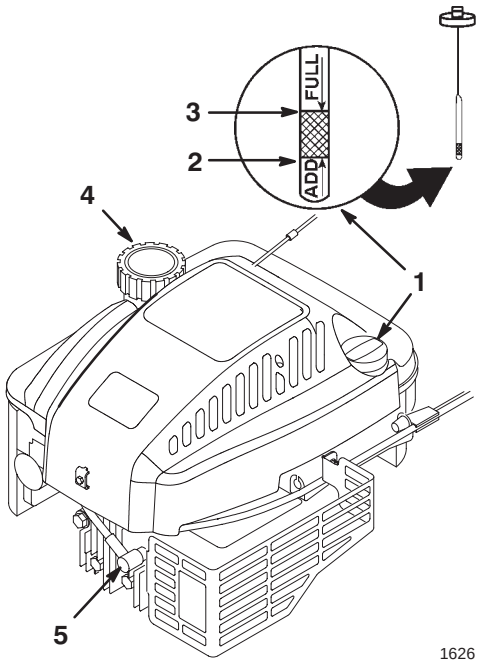

Figur 7
Se till att oljenivån ligger mellan markeringarna Add (Lägg till) och Full på oljestickan, varje gång innan gräsklipparen används. (figur 7).
2. Gör rent runt oljestickan (figur 7).
6. Läs av nivån på oljestickan (figur 7).
1. Gör rent omkring tanklocket (figur 7).
1. Sätt på tändkabeln på tändstiftet (figur 7).